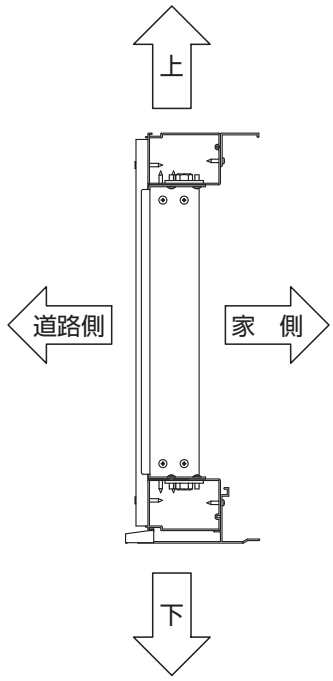

図4-1　前面パネル側面図
①前面パネルの前後・上下を確認してください。（図4-1参照）